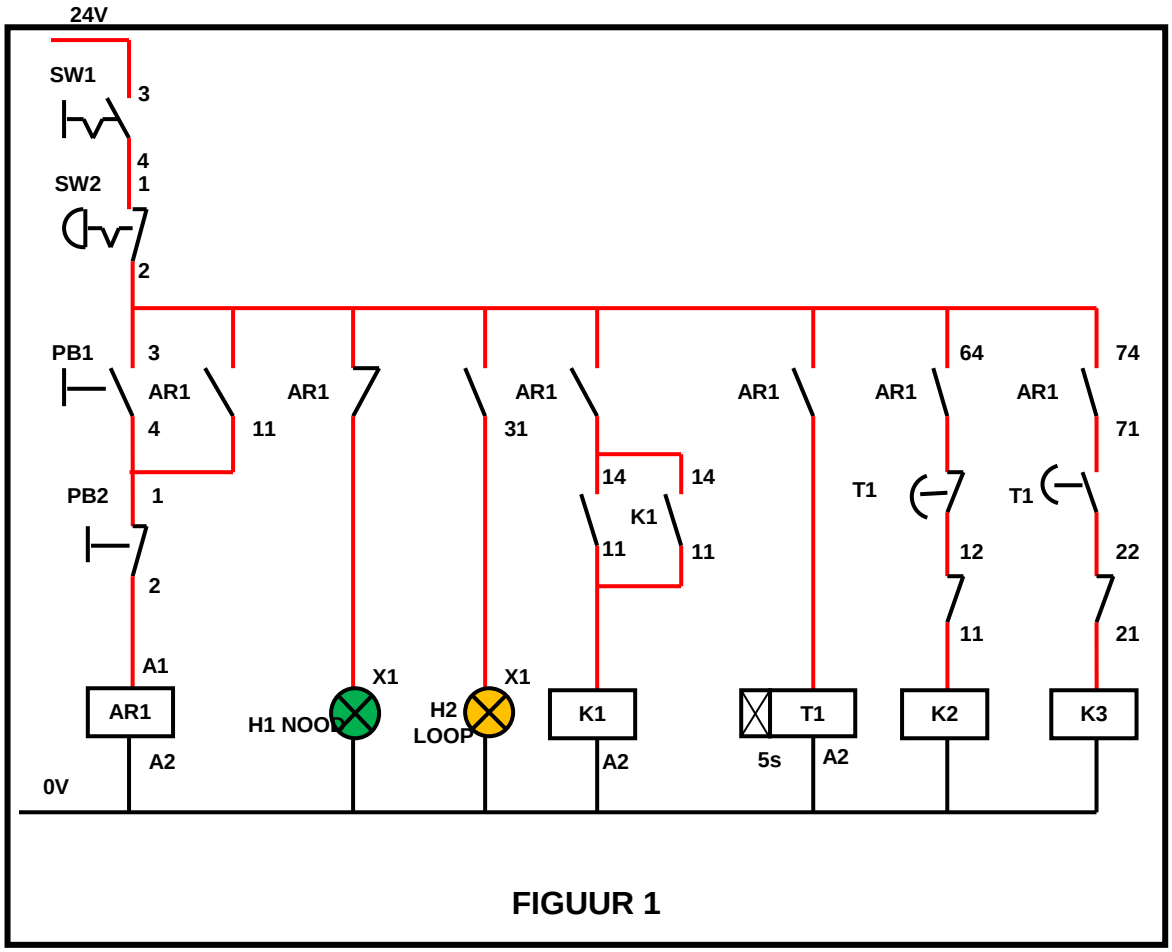

FIGUUR 1
3.2 Bestudeer die ster-delta- (RLL) hardbedrade beheereenheid in FIGUUR 1 hier onder.
3.2.1 Verduidelik die bedryfsvolgorde van die kontaktors wat in FIGUUR 1 gebruik word. (3 × 1) (3)
4.1 Bestudeer FIGUUR 1 hier bo en skryf 'n PLK-LAD-bronkode vir die ster-delta-aansitter met behulp van die inigting wat in VRAAG 3.2 ontwikkel is. (8 × 1) (8)